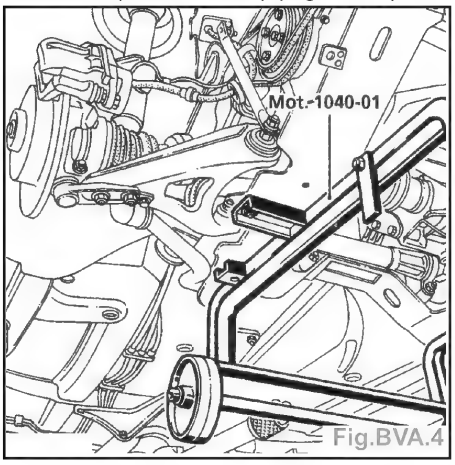

Fig.BVA.4
- Mettre en place le chariot support berceau (**Mot.1040-01**) (Fig.BVA.4).